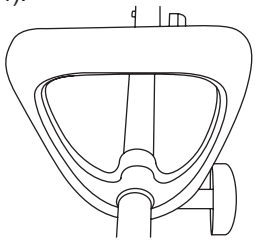

Рис. 4. Установка рабочей рукоятки
3. Установите в рабочее положение и закрепите гайкой рабочую рукоятку (Рис. 4).